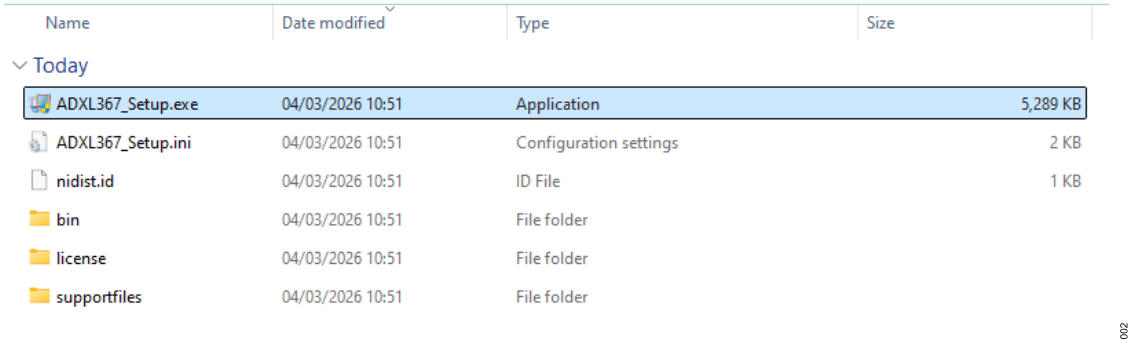

Figure 2. Start Installation
3. Double click **ADXL367_Setup.exe** to start the installation process (see Figure 2).